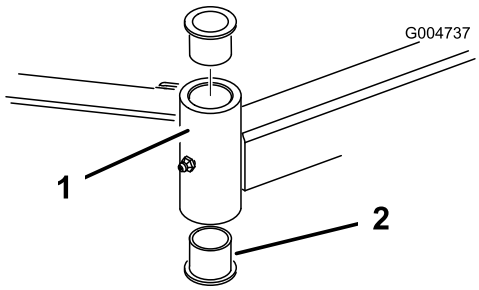

Figur 78
4. Skjut in ett pinndorn i monteringsrörets övre eller nedre del och skjut ut bussningen ur röret (Figur 78). Skjut också ut den andra bussningen ur röret. Rengör insidan på rören och ta bort all smuts.